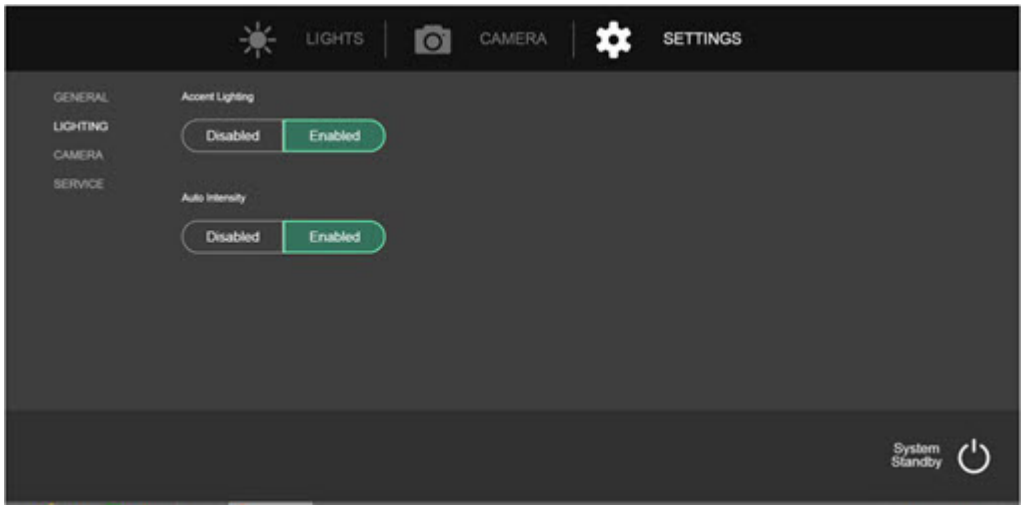

Figure 6-42. Auto Intensity
1. Press Settings button on IWC. See *Figure 6-42*.